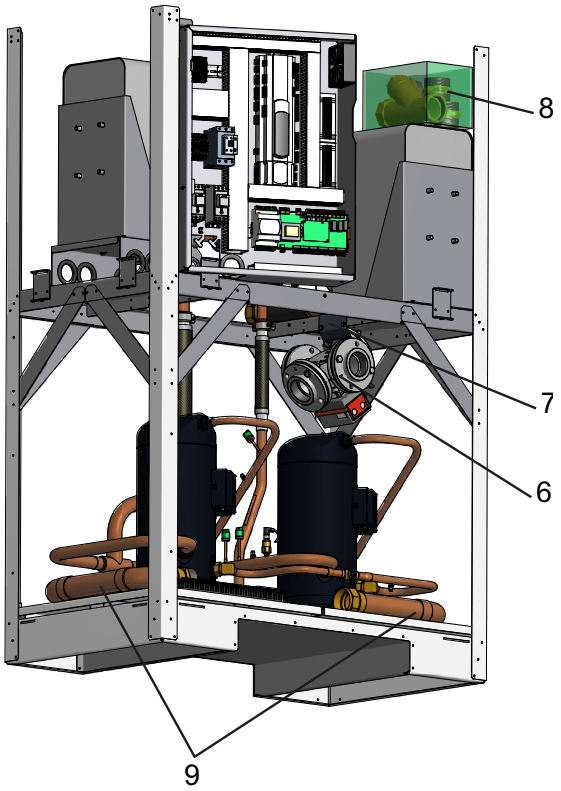
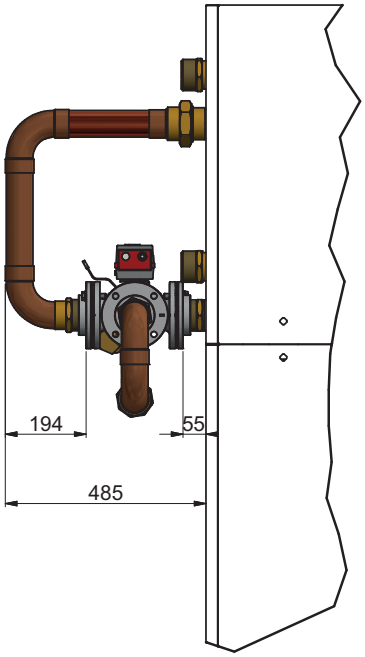

Abb. 7.1:
Abb. 7.2:
Das mit dem Stellmotor vormontierte hydraulische 4-Wege-Umschaltventil (6) ist mit seinen Gewindeflanschen an einem Transportblech (7) im Geräteinnenraum befestigt (siehe Abb. 7.1 auf S. 11). Nach der Demontage des hydraulischen 4-Wege-Umschaltventil aus dem Geräteraum ist das Transportblech (7) zu entfernen. Die Gewindeflansche des 4-Wege-Umschaltventils sind zu lösen. Die Verbindungselemente und Flanschdichtungen sind zusammen mit dem Schmutzfilter im Beipackkarton (8) auf dem Plattenwärmetauscher abgelegt. Auf der Grundplatte der Wärmepumpe sind zwei vormontierten Rohrbaugruppen (9) abgelegt. Diese Rohrbaugruppen sind wie in Abb. 7.2 auf S. 12 gezeigt mit den Gewindeflanschen zu verbinden.
Hierbei sind die in Abb. 7.2 auf S. 12 gezeigten Abstandsmaße durch den Eindichtvorgang zwischen Doppelnippel und Gewindeflansch an der Wärmepumpe einerseits und zwischen der Rohrbaugruppe „Heizwasser-Vorlauf“ und Gewindeflansch andererseits zu realisieren. Ist die erforderliche Einbauposition erreicht sind die Flansche mit den beiliegenden Dichtungen durch Schrauben, Scheiben und Federringen mit dem hydraulischen 4-Wege-Umschaltventil zu verbinden.